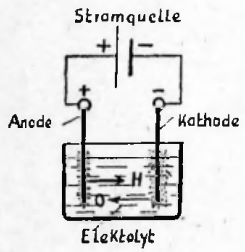

Abb. 1
Die Wirkung des elektrischen Stromes zeigt sich in der Umsetzung der elektrischen Energie in Licht, Wärme, Kraft oder chemische Energie. Läßt man den elektrischen Strom durch leicht angesäuertes Wasser fließen (Abb. 1), dann beobachtet man an den beiden Drahtenden ein verschieden starkes Aufbrausen. Das Wasser, das sich aus Wasserstoff (H) und Sauerstoff (O) zusammensetzt, hat die chemische Formel H_2O. Es wird durch den elektrischen Strom in seine Bestandteile H_2 und O zerlegt. Diesen Vorgang der Zerlegung nennt man Elektrolyse. Der Wasserstoff, der in doppelter Menge vorhanden ist, wandert mit dem Strom und scheidet sich am Minuspol ab, während Sauerstoff sich am Pluspol abscheidet. Daher kommt es, daß man am Minuspol ein stärkeres Aufbrausen beobachten kann. Dieses Verfahren dient auch zur Bestimmung des positiven und negativen Poles. Der negative Pol zeigt eine lebhaftere Gasentwicklung als der positive Pol. Die Flüssigkeit, die durch den elektrischen Strom zersetzt wird, nennt man Elektrolyt. Die beiden Drahtenden werden Elektroden genannt, und zwar die negative Kathode und die positive Anode.
Das Aräometer (Senkwaage oder Senkspindel) besteht aus einer unten erweiterten zylinderartigen Glasröhre (Abb. 1). Im unteren Teil befindet sich Quecksilber oder Bleischrot, damit es lotrecht in der Flüssigkeit schwimmt. An der Spindel ist eine geeichte Teilung angebracht. Ist das Aräometer für schwerere Flüssigkeiten als Wasser bestimmt, z. B. für Säuren, so befindet sich der Teilstrich 1,00 am oberen Ende der Spindel, ist es für leichtere Flüssigkeiten als Wasser bestimmt, z. B. Benzol, Alkohol usw., so befindet sich die Marke 1,00 unten an der Spindel. Läßt man ein Aräometer in eine Flüssigkeit hineingleiten, so sinkt es solange, bis das Gewicht der verdrängten Flüssigkeitsmenge genau so groß ist wie das Eigengewicht. Es schwimmt dann. Entsprechend der Eintauchtiefe läßt sich das spezifische Gewicht der Flüssigkeit unmittelbar ablesen. Manche Aräometer sind für besondere Zwecke so geeicht, daß man z. B. unmittelbar den Prozentgehalt an Alkohol, Zucker oder Fett (in Milch) ablesen kann. Solche Aräometer werden auch Prozentaräometer genannt.